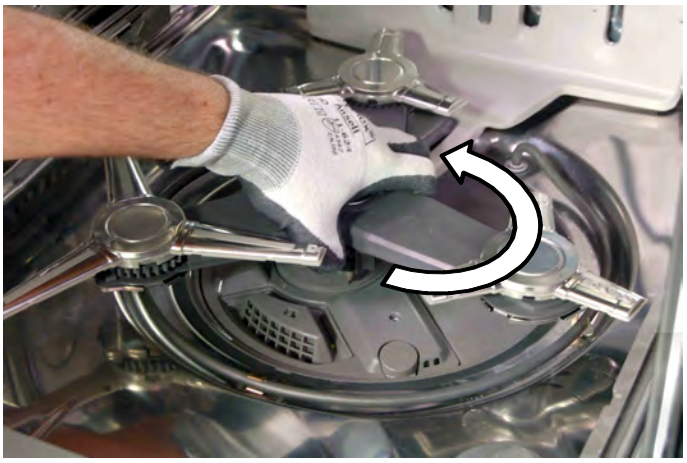

Figure 2
2. Rotate the lower spray arm nut ¼ turn counter clockwise to remove the spray arm, (see Figure 2).